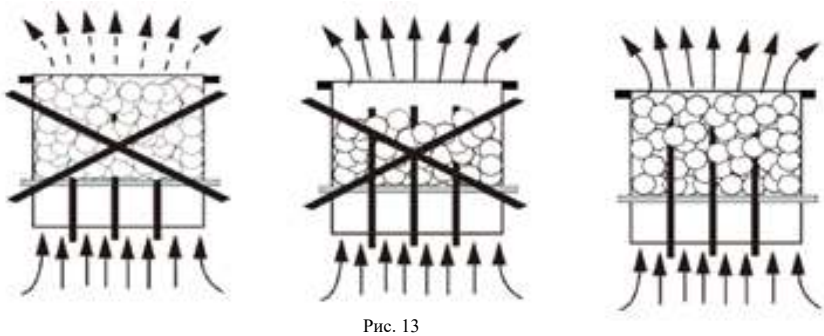

Рис. 13
3. Слишком плотное размещение камней сократит время работы нагревательного элемента. Камень должен полностью покрывать нагревательные тэны. (См. рисунок 13). Диаметр камней для сауны составляет около 3-8 см.